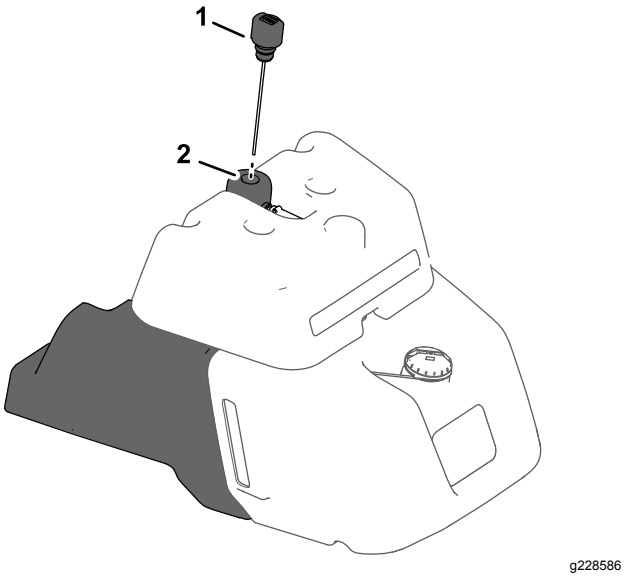

Figuur 38
- Als uw tank een kijkglaasje aan de zijkant van de brandstoftank heeft, ga dan naar de peilstok van het hydraulisch systeem bovenaan de hydraulische tank (Figuur 38) en ga verder met stap 5.